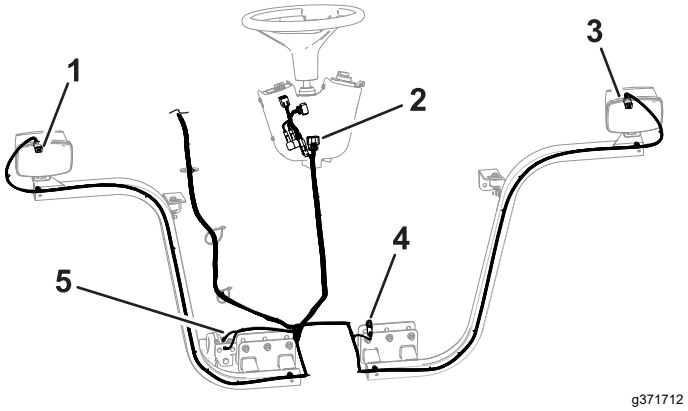

Figur 21
11. Før forenden af ledningsnettet under operatørplatformen til forenden af traktionsenheden (Figur 21).
12. Skru hver ledningsnetkonnektor gennem det relevante forlygtebeslag, og tilslut det til forlygten (Figur 21).
3. Bræddebolt (2)
4. Selvskærende bolt (2)
17. Tilslut bremsekonnektoren til hovedledningsnettet under platformen i nærheden af bremseforbindelserne (Figur 21).